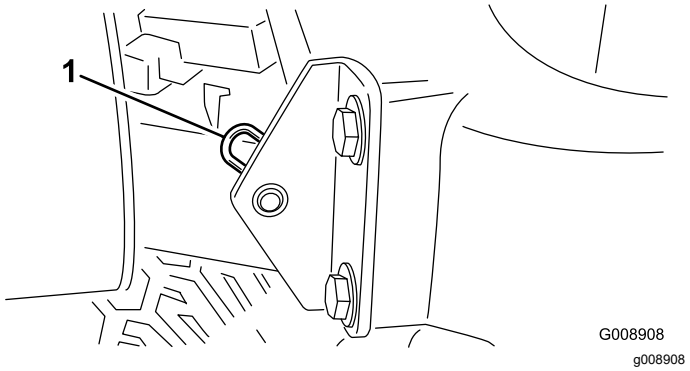

Figur 43
2. Fjern låseclipsen, der fastgør motorhjelmens drejetap til monteringskonsollerne (Figur 43).